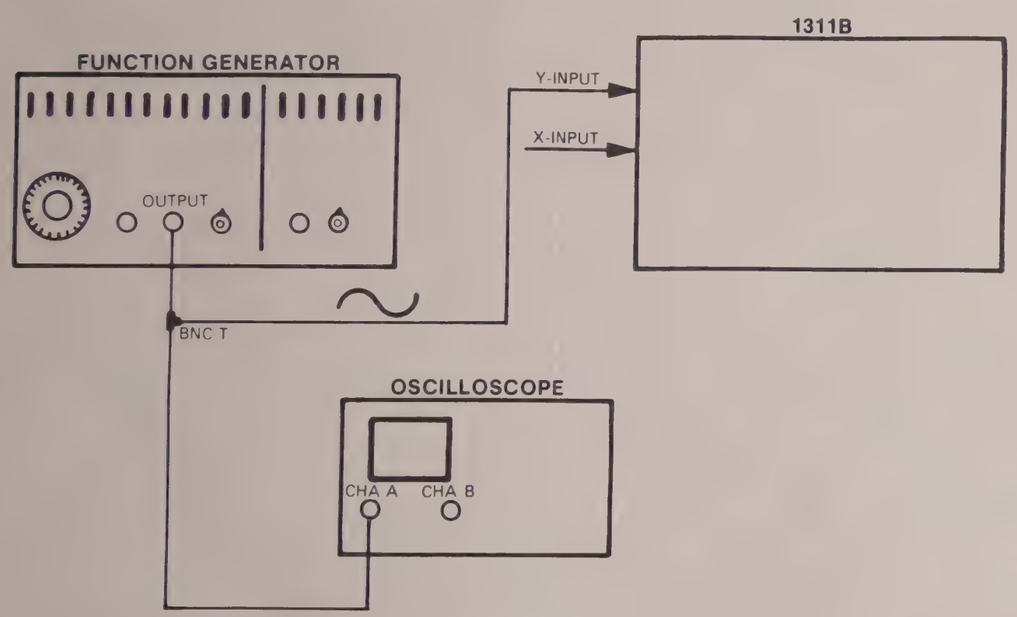

Figure 5-7. Gain-set Adjustment Test Setup
a. Connect equipment as shown in figure 5-7.